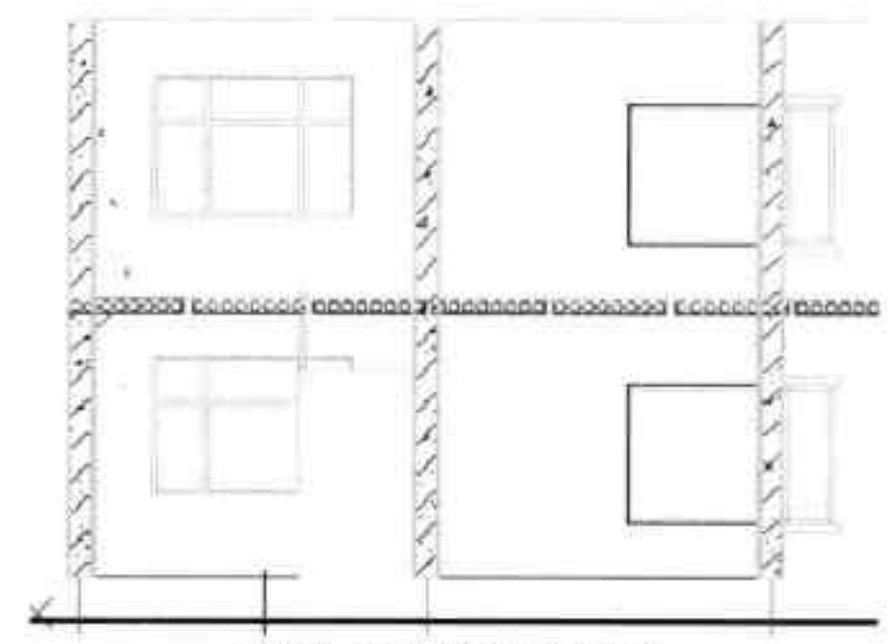

图18-67 加粗剖面墙线
Step 06 执行“剖面 > 居中加粗”命令，选择墙体剖面线，按回车键即可将剖面墙体加粗，如图 18-67 所示。